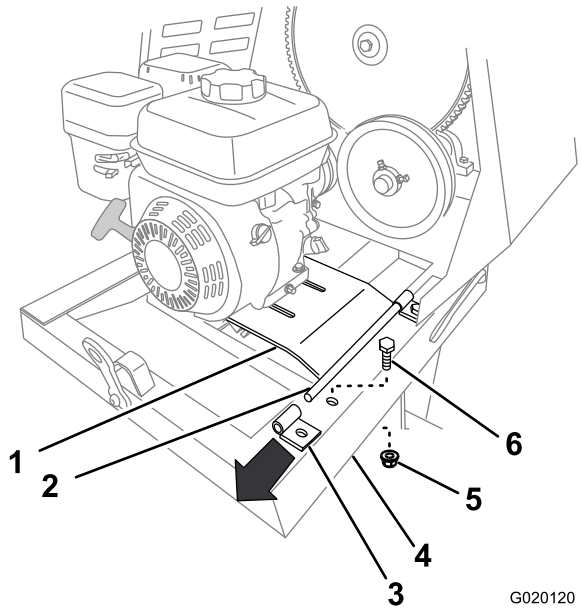

Figure 59
7. Remove the bolt and nut that secure the rear bracket for the engine deck hinge to the frame of the machine (Figure 59).
8. Lift up on the rear edge of the engine deck and remove the hinge bracket (Figure 59).
6. Secure the rear bracket to the frame of the machine using the bolt and nut (Figure 59) removed in step 7 of Removing the Engine (page 35).